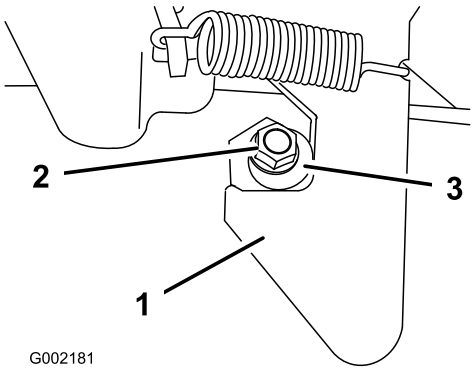

Figura 54
1. Allentate il dado di bloccaggio sull'estremità della colonnetta di ancoraggio (Figura 54).
2. Ruotate la colonnetta di ancoraggio in senso orario finché non si trova saldamente contro la sezione di aggancio del fermo (Figura 54).